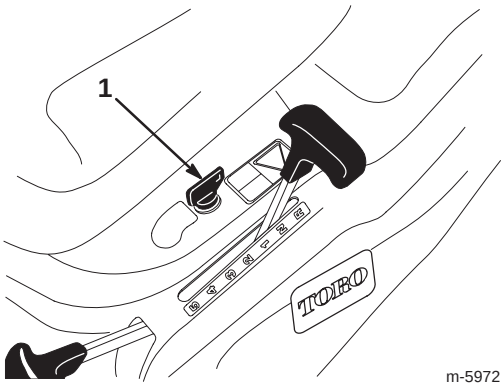

Bild 10
Wenn Sie im Rückwärtsgang den Zapfwellenantrieb benötigen, können Sie diesen Sicherheitsschalter mit Hilfe des KeyChoice-Schalters bei der Sitzhalterung deaktivieren (Bild 10).
2. Stecken Sie den KeyChoice-Schlüssel in den Schalter (Bild 10).